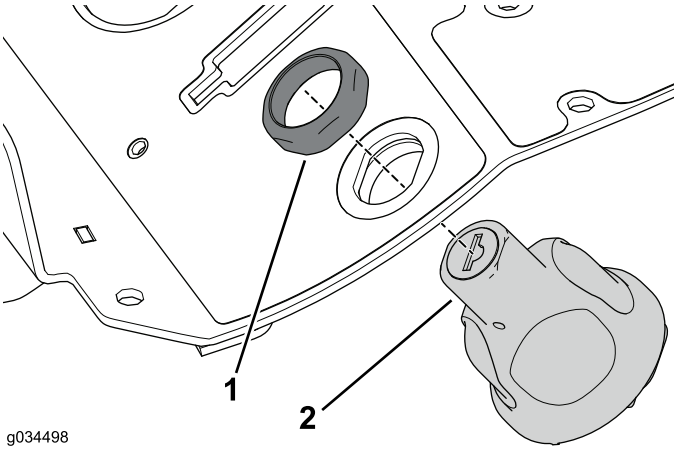

Figur 29
4. Använd fästmuttern som du tog bort tidigare för att fästa tändningslåset vid konsolenheten (Figur 29).